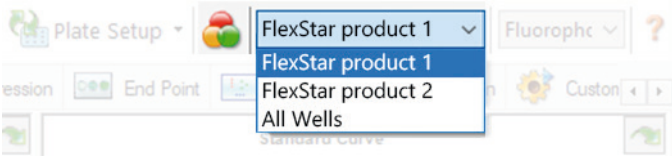

Figura 4: Ejemplo de botón Well Group (grupo de pocillos) y menú desplegable Well Group (grupo de pocillos)
En la ventana Data Analysis (análisis de datos), asegúrese de seleccionar **Well Group** (grupo de pocillos) del FlexStar® MG & UU & TV PCR Detection Mix 1.5. Por tanto, haga clic en el menú desplegable **Well Group** (grupo de pocillos) junto al botón **Well Group** (grupo de pocillos) (consulte la figura 4) de la barra de herramientas. No utilice el **Well Group** (grupo de pocillos) «*All Wells*» (todos los pocillos).
1. En la ventana Data Analysis (análisis de datos), asegúrese de seleccionar **Well Group** (grupo de pocillos) del FlexStar® MG & UU & TV PCR Detection Mix 1.5. Por tanto, haga clic en el menú desplegable **Well Group** (grupo de pocillos) junto al botón **Well Group** (grupo de pocillos) (consulte la figura 4) de la barra de herramientas.